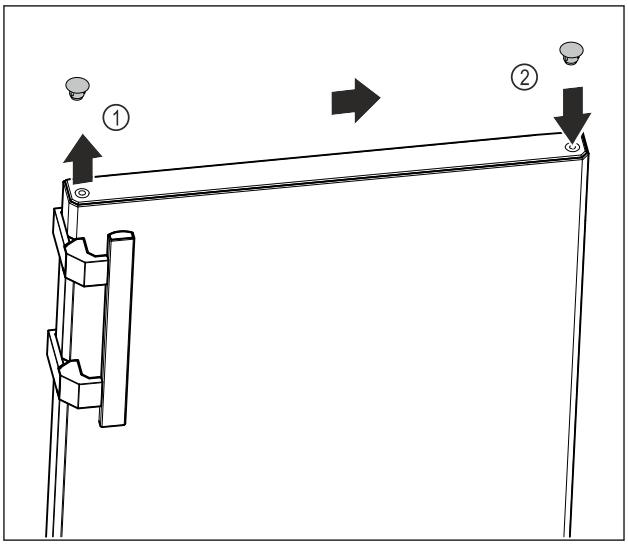

Fig. 13
▶ Carefully lift the cover plug on the top of the door *Fig. 13 (1)* with a slotted screwdriver.
▶ Insert the cover plug on the opposite side. *Fig. 13 (2)*